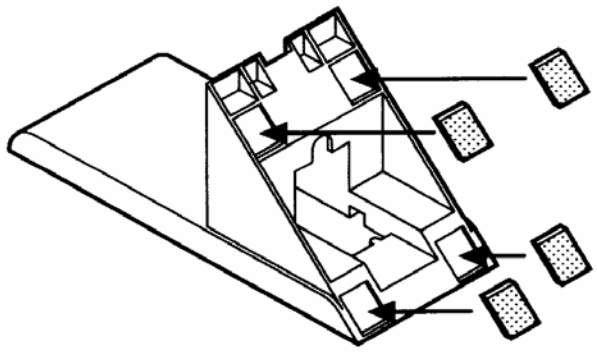

rys. 7
4) Zatrzasnąć podstawę skośną w tylnej ściance unifonu (**rys. 7**).
5) Zamontować gumki przeciwpoślizgowe (**rys. 7**).